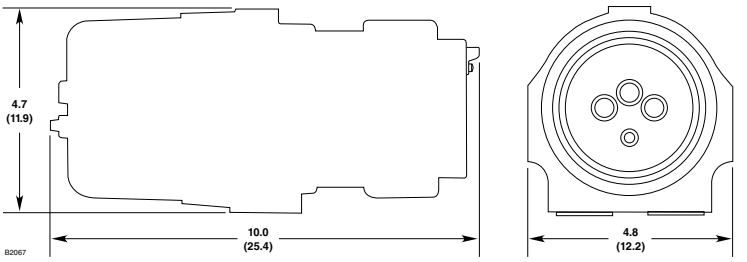

Figure 19—X3301 Dimensions in Inches (cm)
2. Loosen the two captive screws, then grasp the *oi* reflector plate by the visor and remove it from the detector. See Figure 19.